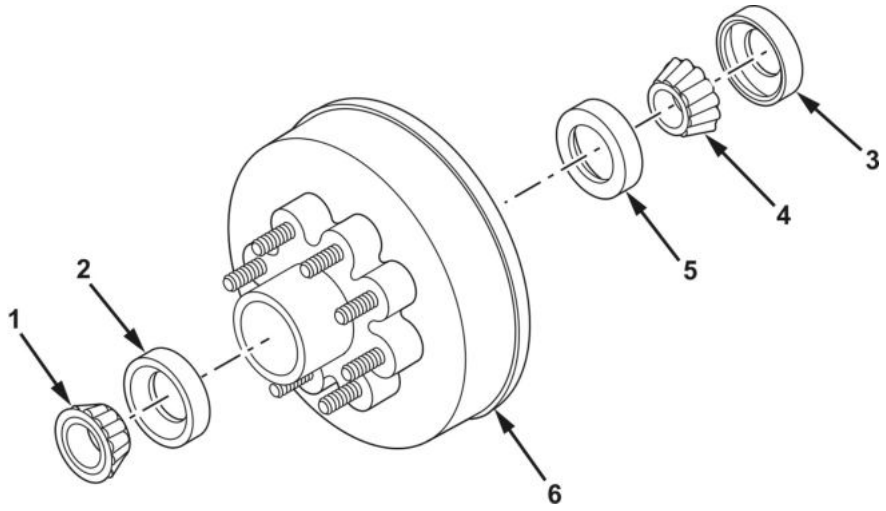

Figure 2. Hub/Drum, Race, and Bearing Seal Disassembly.
1. Remove grease seal (Figure 2, Item 3) from hub/drum (Figure 2, Item 6). Discard grease seal.
2. Remove inner bearing (Figure 2, Item 4) and inner race (Figure 2, Item 5) from hub/drum (Figure 2, Item 6).
3. Remove outer bearing (Figure 2, Item 1) and outer race (Figure 2, Item 2) from hub/drum (Figure 2, Item 6).